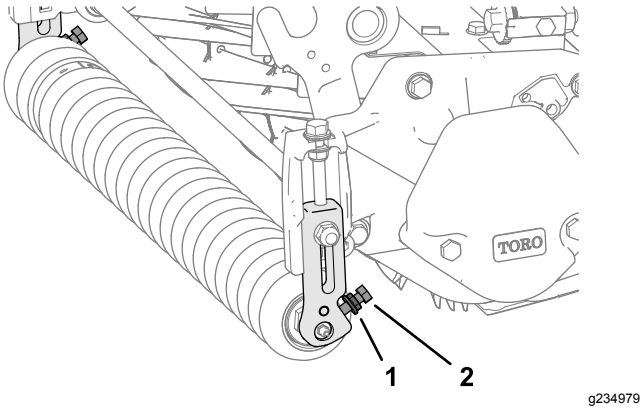

Figura 2
2. Allentate i 2 dadi flangiati dentati e i 2 bulloni che fissano l’albero del rullo anteriore all’estremità del supporto rullo delle staffe sinistra e destra dell’altezza di taglio (Figura 2).